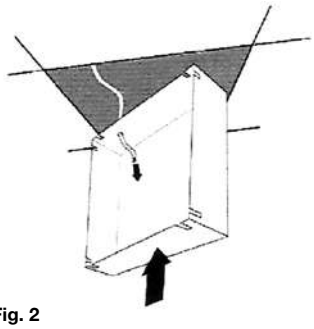

Fig. 2
- *Pass the cover through the false ceiling diagonally or fold it (Fig. 2).*